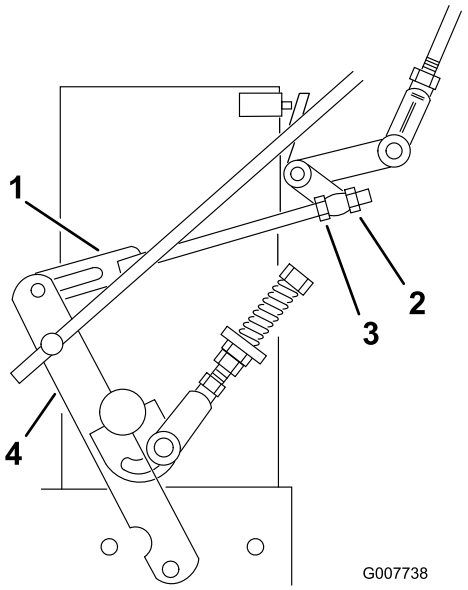

Figura 33
8. Desaperte a porca de ajuste dianteira na ligação de controlo hidráulico esquerda, conforme se vê na Figura 33.
9. Rode a porca de ajuste traseira esquerda no sentido contrário ao dos ponteiros do relógio até a roda rodar para a frente (Figura 33).
10. Rode a porca de ajuste traseira no sentido dos ponteiros do relógio 1/4 de volta de cada vez. Depois mova a alavanca de controlo de velocidade para a frente e volte a neutro. Repita isto até a roda esquerda parar de rodar para a frente (Figura 33).